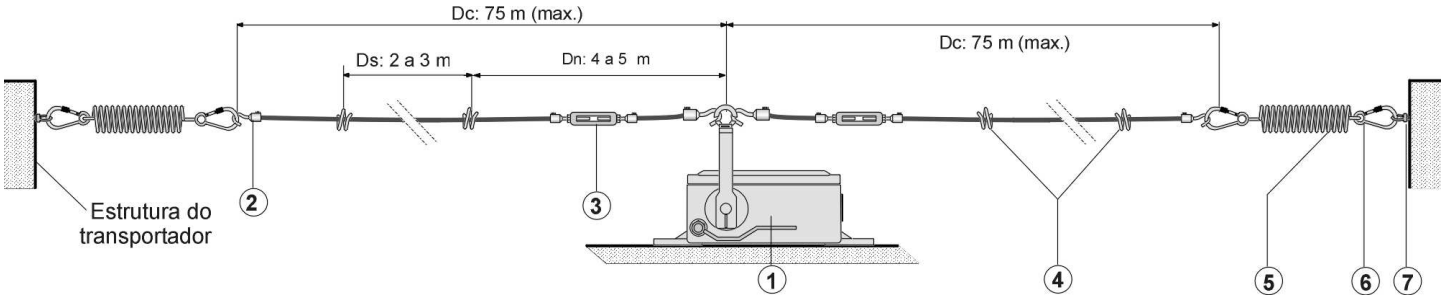

Fig. 1 – diagrama de montagem da chave com os acessórios
4.1 Fixar os parafusos olhais, os suportes de cabos e as chaves de emergência na estrutura do transportador conforme fig. 1.
4.7 Destravar novamente a chave pressionando a alavanca de rearme azul para cima. Neste momento, a alavanca de acionamento deve ficar aproximadamente na posição vertical (como no diagrama da fig. 1) Para fazer o ajuste fino de posição da alavanca de acionamento, gire o corpo de um dos esticadores até que a alavanca de acionamento fique na posição vertical. Se necessário, ajuste o outro esticador.